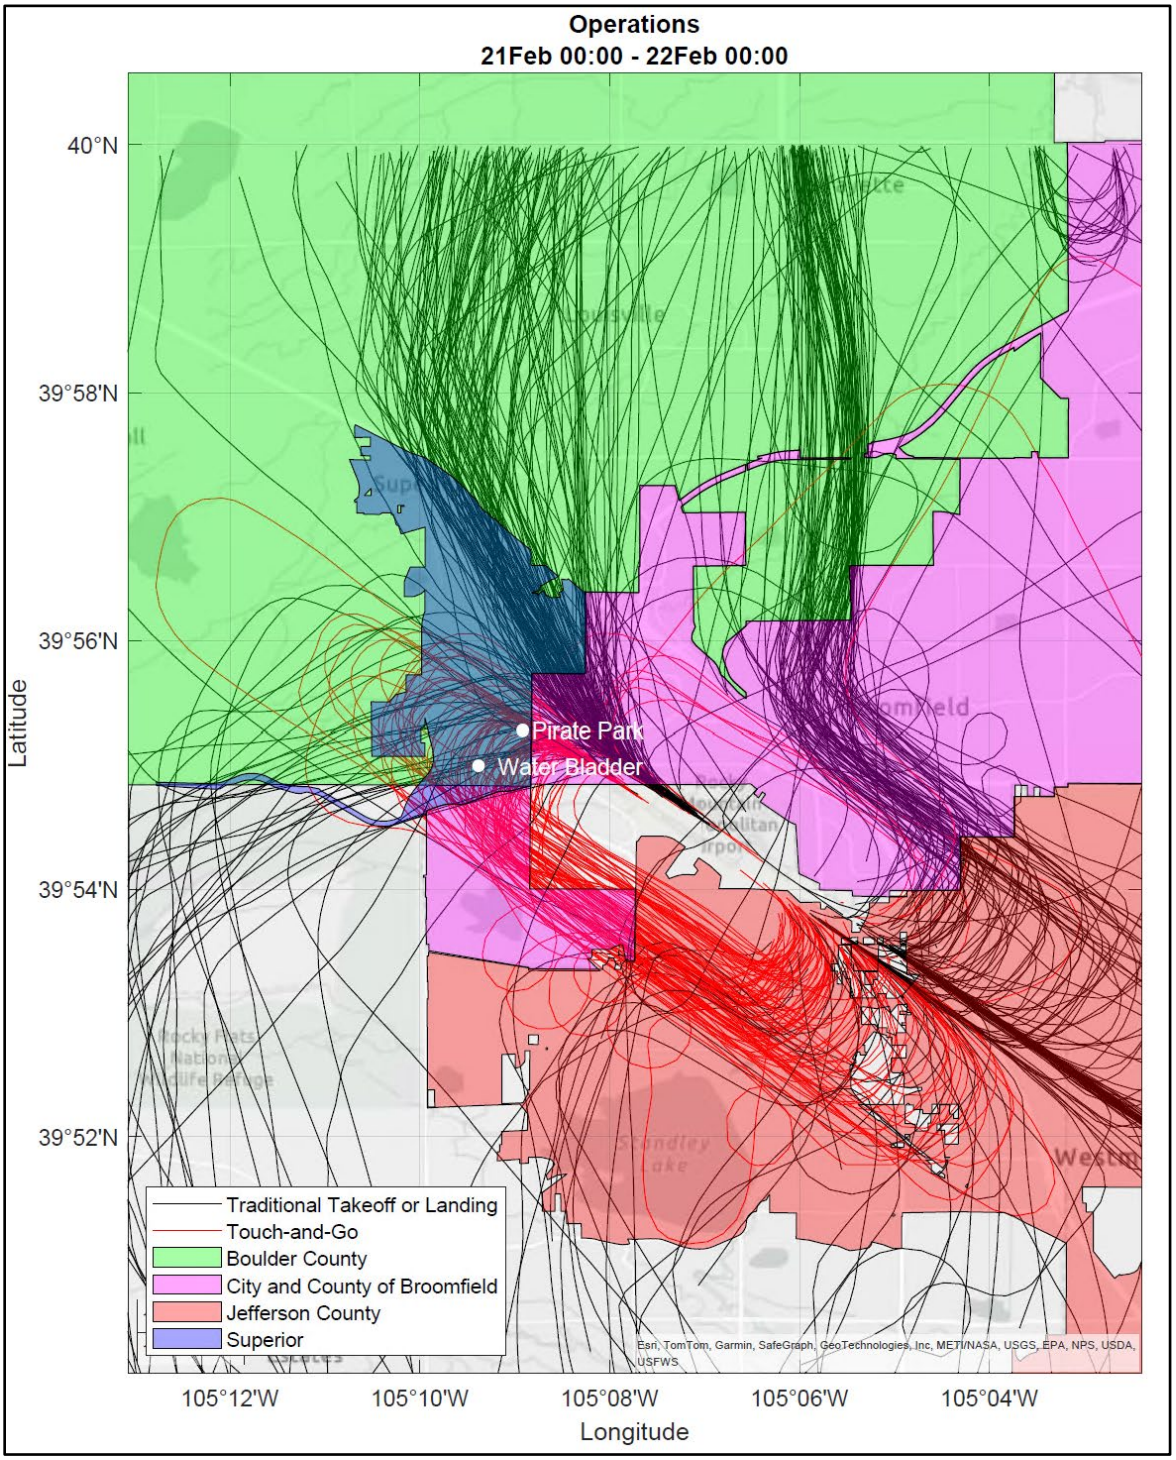

Figure 1 – Flight Paths on Median Day in February 2026 (465 Operations; 114 T&G)
- Figure 1 shows the flight paths on February 21, a day with total operations close to the median for the month. Note the concentration of T&G operations over the Town of Superior and Boulder County.
Aircraft flight paths are limited due to Denver International Airport airspace to the east and mountains to the west. This, along with prevailing wind patterns, pushes a majority of operations over the Town of Superior, as shown in Figures 1 and 4 (above).